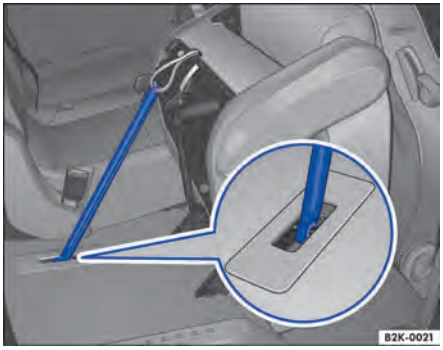

**Fig. 62** Segunda fila de asientos: fijar el asiento volcado con una barra de seguridad.
3. Suelte la barra de seguridad del soporte y presiónela en el anclaje del asiento hasta que quede bloqueada → fig. 62.